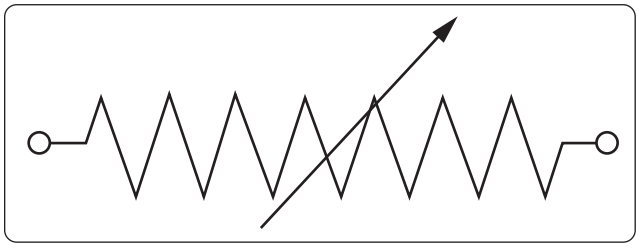
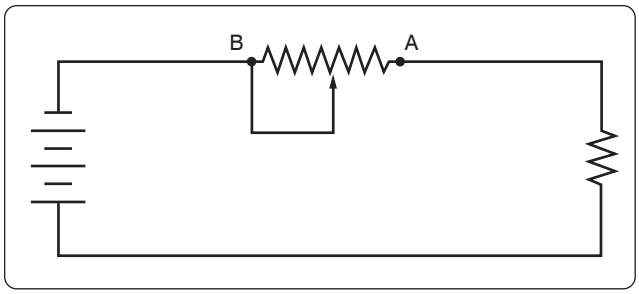

Figure 12-58. *Rheostat schematic symbol.*
Figure 12-59. *Rheostat connected in series.*
A rheostat is a variable resistor used to vary the amount of current flowing in a circuit. *[Figure 12-58] Figure 12-59* shows a rheostat connected in series with an ordinary resistance in a series circuit. As the slider arm moves from point A to B, the amount of rheostat resistance (AB) is increased. Since the rheostat resistance and the fixed resistance are in series, the total resistance in the circuit also increases, and the current in the circuit decreases. On the other hand, if the slider arm is moved toward point A, the total resistance decreases and the current in the circuit increases.